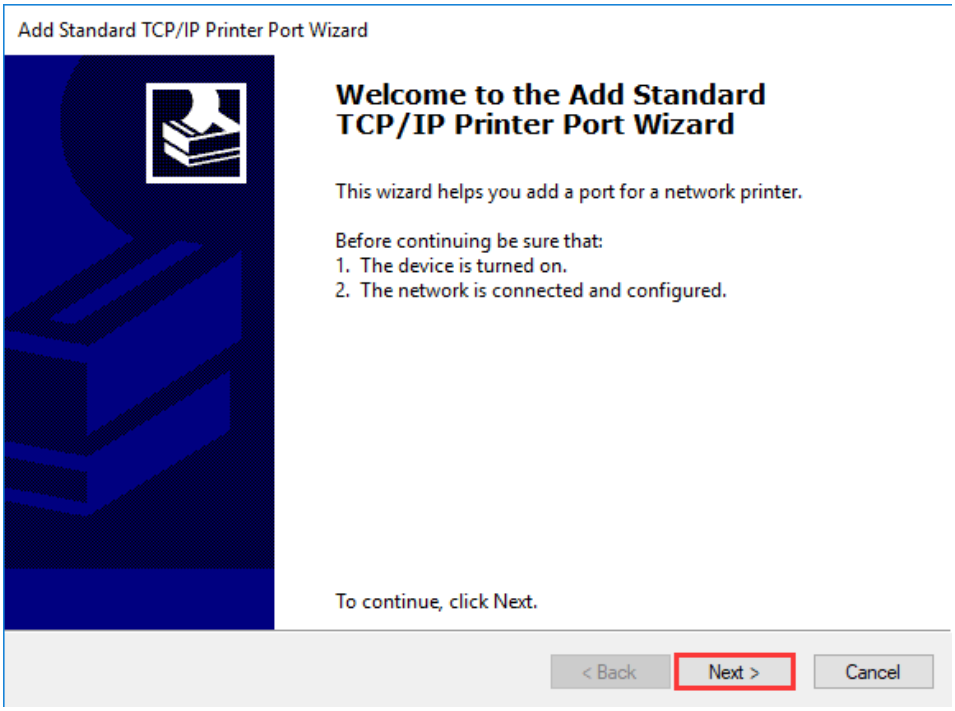

Figure 2-31 Add Standard TCP/IP Printer Port Wizard
6. The "Add Standard TCP/IP Printer Port Wizard" screen displays, click "Next", as shown in Figure 2-31.